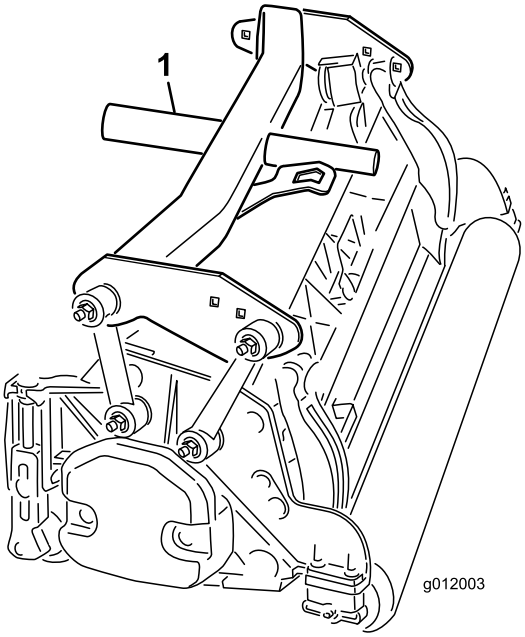

Figuur 18
4. Plaats het achterste draagframe (Figuur 18) op het achterste maaidek.